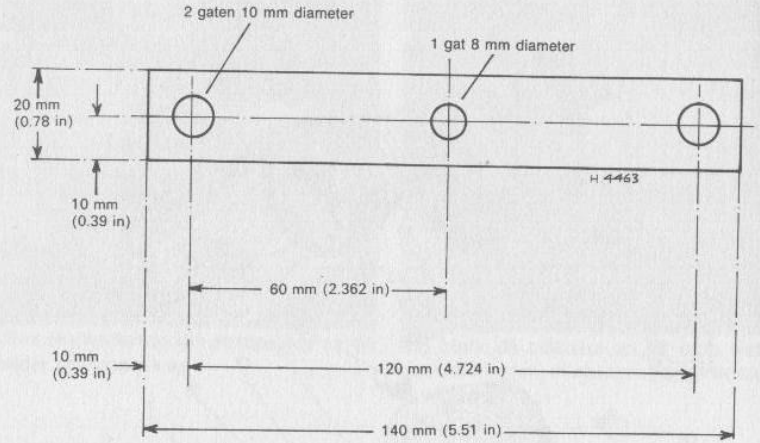

FIG. 1.3 HULPGEREEDSCHAP 7 MM DIK VOOR HET DEMONTEREN VAN DE CILINDER (BMW NO 209)
9. Als de pakkingen niet los willen komen, mag er geen kracht op de afdichtranden worden uitgeoefend met een schroevendraaier of bandenlichter. Zet de cilinderkop vast aan de cilinder met de twee moeren op de korte tapeinden. Maak een stuk ijzer klaar (zie fig.1.3), dat diagonaal past over twee van de lange tapeinden. Draai twee cilinderkopmoeren helemaal op de tapeinden. Draai de dopmoer van het kleppendeksel op zijn tapeind, leg het gereedschap op zijn plaats en trek de cilinder met de cilinderkop van het blok af door de dopmoer aan te draaien.